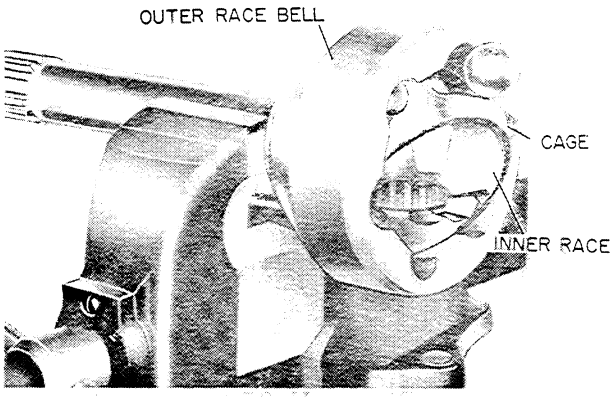

Figure U-31
6. To seperate the inner cage, ball and outer race bell, tilt the inner race in the outer race bell until one ball can be lifted out, Figure U-31. Then tilt the inner race until the next ball can be removed. Continue this until all balls are removed.